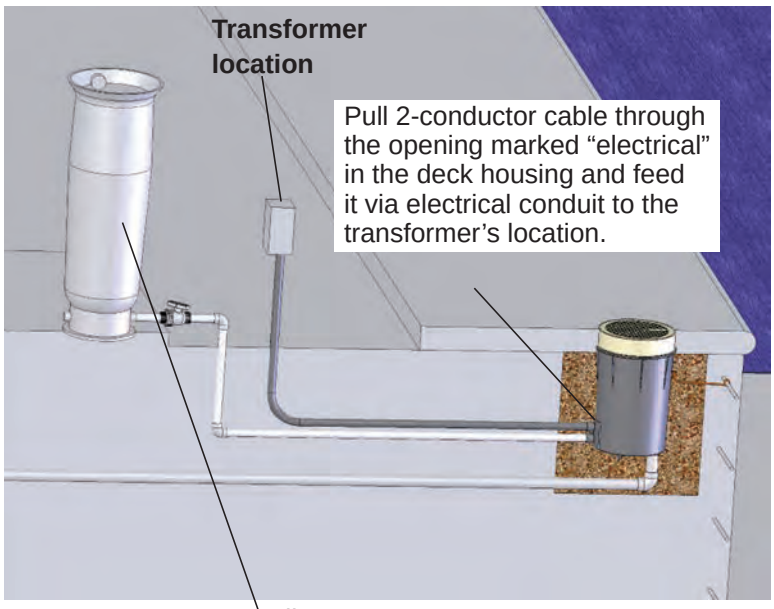

Figure 2
1. Pull the 14 gauge, 2-conductor cable through the opening marked "electrical" in the deck housing and route it, via electrical conduit, to the transformer location (Figure 2). Leave 1 meter of slack at the deck housing end to allow for servicing.